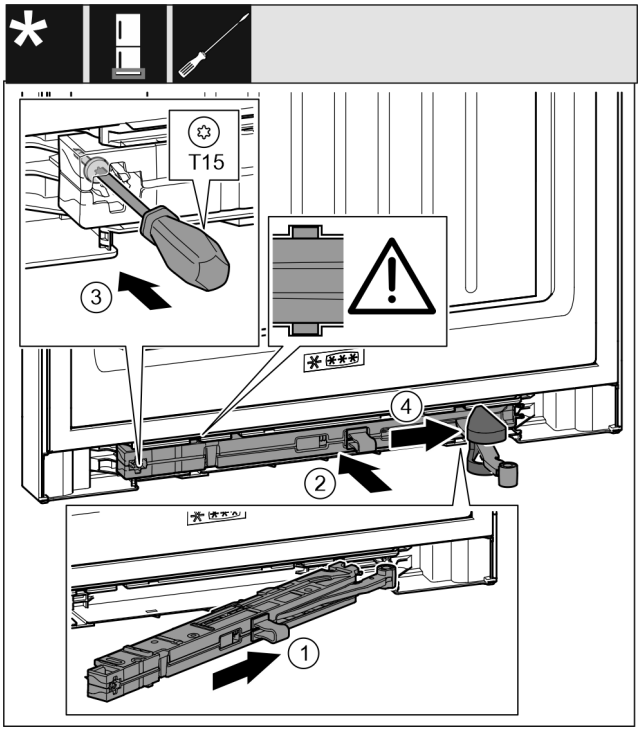

Fig. 31
- ▶ Jednotku tlumiče zavírání *Fig. 31 (1)* na straně stojanu ložiska zasuňte až na doraz šikmo do vybrání.
- ▶ Jednotku tlumiče zavírání *Fig. 31 (2)* zcela zasuňte do výklenku.
- ▶ Šroubovákem šroub *Fig. 31 (3)* pevně utáhněte.
- ▶ Posuňte kryt *Fig. 31 (4)* přes kloub.